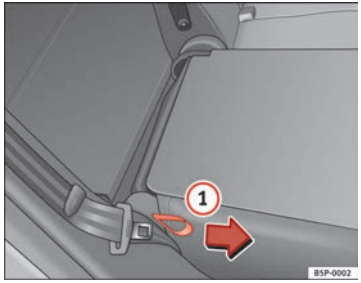

Abb. 99 Umklappen bzw. Aufrechtstellen der Rücksitzlehne
– Ziehen Sie die seitliche Zugschlaufe am Sitz ⇒Abb. 99 (1) in Pfeilrichtung und klappen Sie die Lehne hoch, bis sie einrastet.